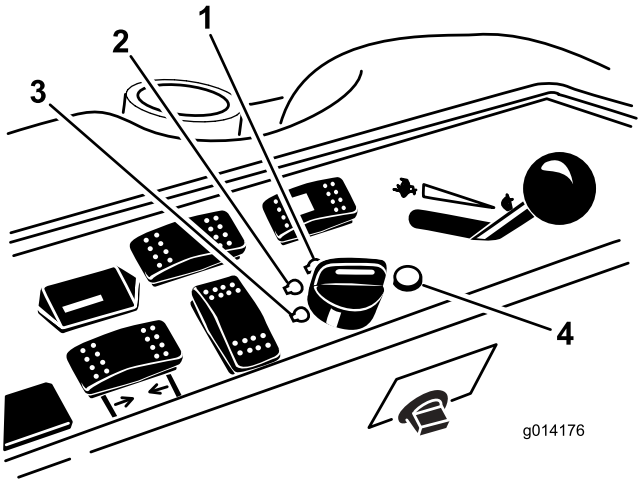

Рисунок 16
6. Поверните ключ зажигания по часовой стрелке в положение РАБОТА (Рисунок 16).
3. Поверните ключ зажигания в положение ВЫКЛ. (Рисунок 16). Прежде чем покинуть рабочее место, дождитесь остановки всех движущихся частей.